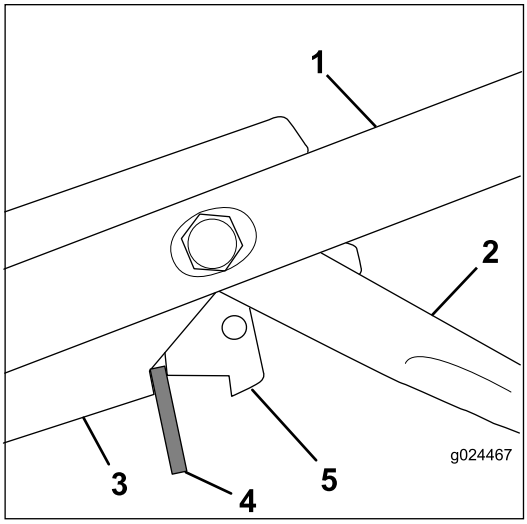

**Rysunek 28**
3. Włóż przekładkę o grubości 8 mm między dźwignię hamulca ostrza a wspornik regulacji na uchwycie (Rysunek 28).